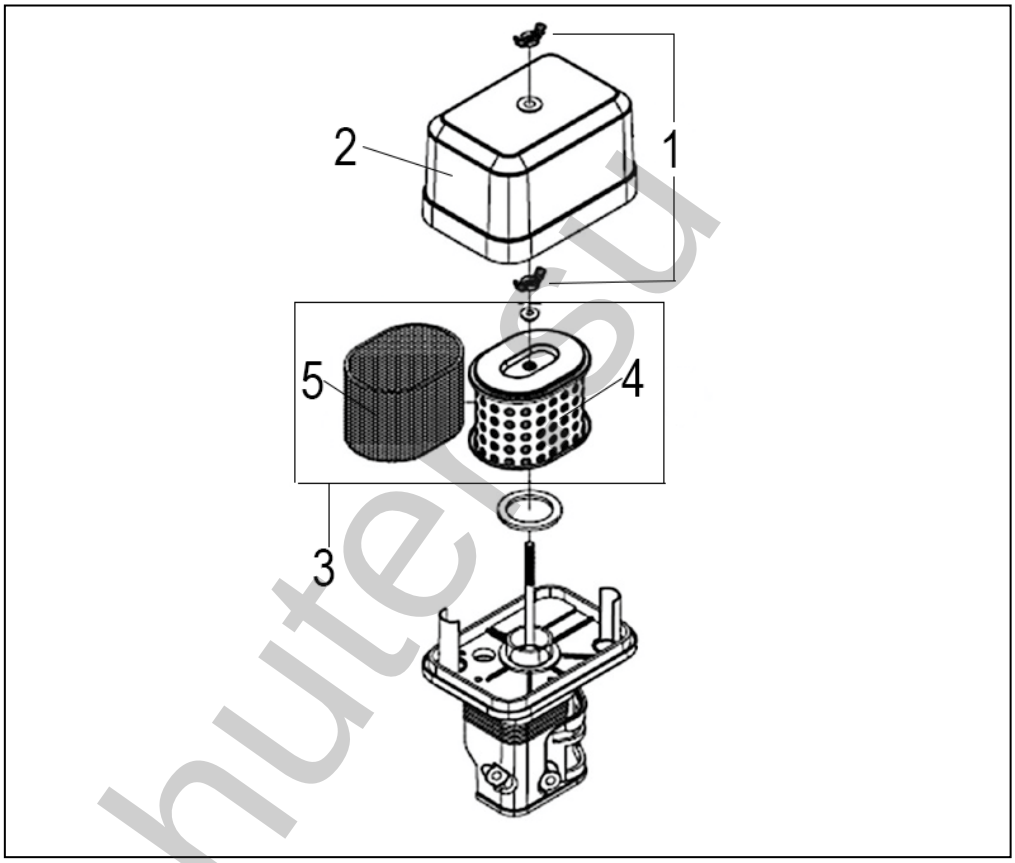

Рис. 15. Обслуживание воздушного фильтра.
1. Открутите верхнюю гайку (1) и снимите крышку (2) воздушного фильтра (Рис. 15).
2. Открутите нижнюю гайку (1) и извлеките из корпуса воздушный фильтр (3) в сборе.
3. Необходимо проверить целостность и чистоту фильтрующих элементов. Поролоновый (первоначальный) фильтрующий элемент (5) установлен на корпусе бумажного фильтрующего элемента (4).
4. В случае если загрязнение незначительно, промойте поролоновый фильтрующий элемент (5) теплым мыльным раствором и просушите. Если элемент поврежден или сильно загрязнен, то необходимо заменить его.